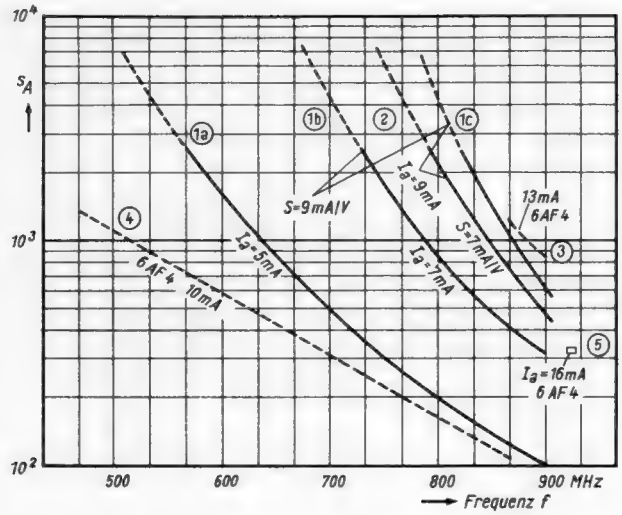

Bild 14. Das Stabilitätsmaß s_A in Abhängigkeit von der Frequenz, vom Anodenstrom und von der Steilheit beim Kastenoszillator
Wichtig ist auch der Einfluß von Netzspannungsschwankungen auf die Oszillatorfrequenz. Sowohl Schwankungen der Anoden- wie auch der Heizspannung können auf die Frequenz wesentlich einwirken. Anoden- und Heizspannungsänderungen beeinflussen vor allem die Steilheit, die Elektronenlaufzeit, die Raumladung und damit auch die Röhrenkapazität. Änderungen der Röhrenkapazität können durch eine in Reihe oder parallel geschaltete äußere Festkapazität (vgl. Bild 8c!) in ihrer Auswirkung vermindert werden. *Bild 14* zeigt das Stabilitätsmaß
in Abhängigkeit von der Abstimm-Frequenz für einen Kastenoszillator mit kapazitiver Abstimmung; $C = 2 \cdot 25$ pF (vgl. Bild 9). Die Kurven 1a, 1b und 1c in Bild 14 gelten für eine bestimmte Röhre EC 93 (Nennsteilheit 9 mA/V) bei verschiedenen Anodenströmen. Man erkennt, daß die Frequenzstabilität mit steigender Frequenz und mit abnehmendem Betriebsstrom sinkt. Kurve 2 ist – bei gleichem Strom wie Kurve 1c – mit einer Röhre kleinerer Steilheit gemessen. Zum Vergleich ist eine Kurve eingezeichnet (3), welche sich auf Messungen stützt, die bei der RCA mit einer Röhre 6 AF 4 (amerikanische Vergleichstype) bei 13 mA an einem Kastenoszillator ähnlicher Konstruktion ausgeführt wurden [4]. Ferner ist eine Meßkurve (4), die an einem *Mallory*-Converter, Modell TV 101 mit Variometer-Abstimmung für die Röhre 6 AF 4 bei 10 mA aufgenommen wurde, angegeben. Schließlich ist noch ein Meßpunkt (5) für einen Oszillator mit offener $\lambda/2$-Leitung, der mit der Röhre 6 AF 4 bestückt war, bei $I_a = 16$ mA in Bild 14 eingetragen (vgl. [5], S. 119, Bild 6).